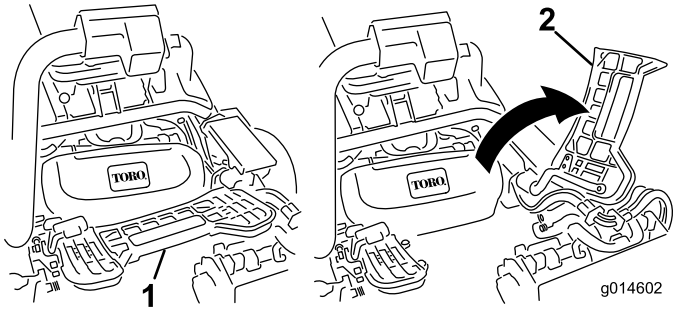

Figuur 34
2. Klap de voetsteun omhoog zodat u bij het middelste maaidek kunt (Figuur 34).